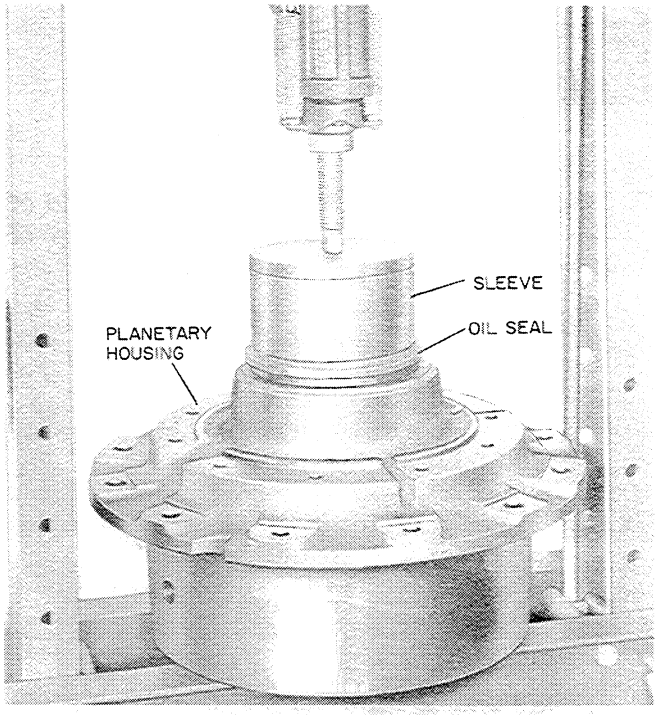

Figure U-53
2. Place the bearing in the bearing cone. Then press a new oil seal into the planetary housing, Figure U-53.